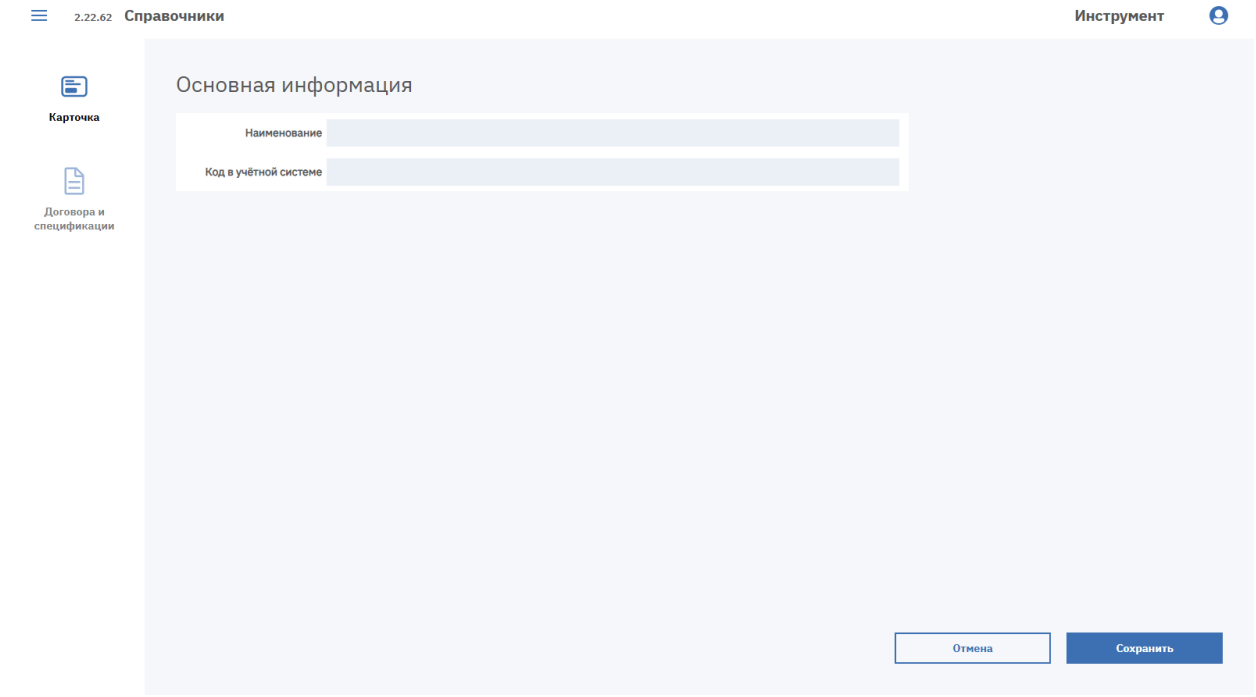

Рисунок 88. Форма добавления поставщика
1. Нажмите кнопку «Добавить». В новой вкладке откроется форма с вкладками «Карточка» и «Договора и спецификации» (см. Рисунок 88).